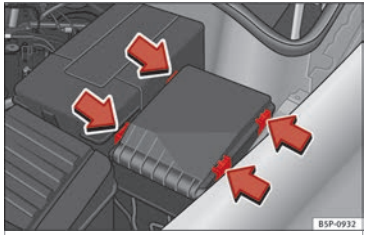

Fig. 174 In the engine compartment: fuse box cover
- Press the locking tabs in the direction indicated by the arrows to release the fuse box cover ››› Fig. 174.